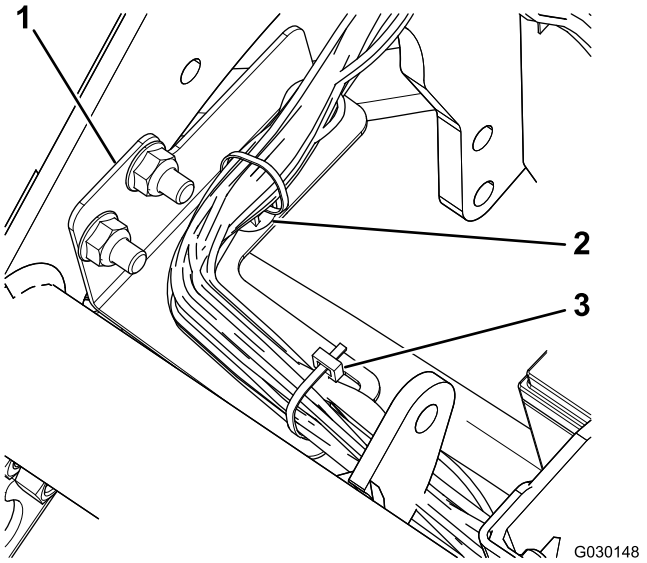

Рисунок 5
7. Прикрепите жгут к кронштейну жгута проводки с помощью кабельной стяжки с клипсой и стандартной кабельной стяжки (Рисунок 5).